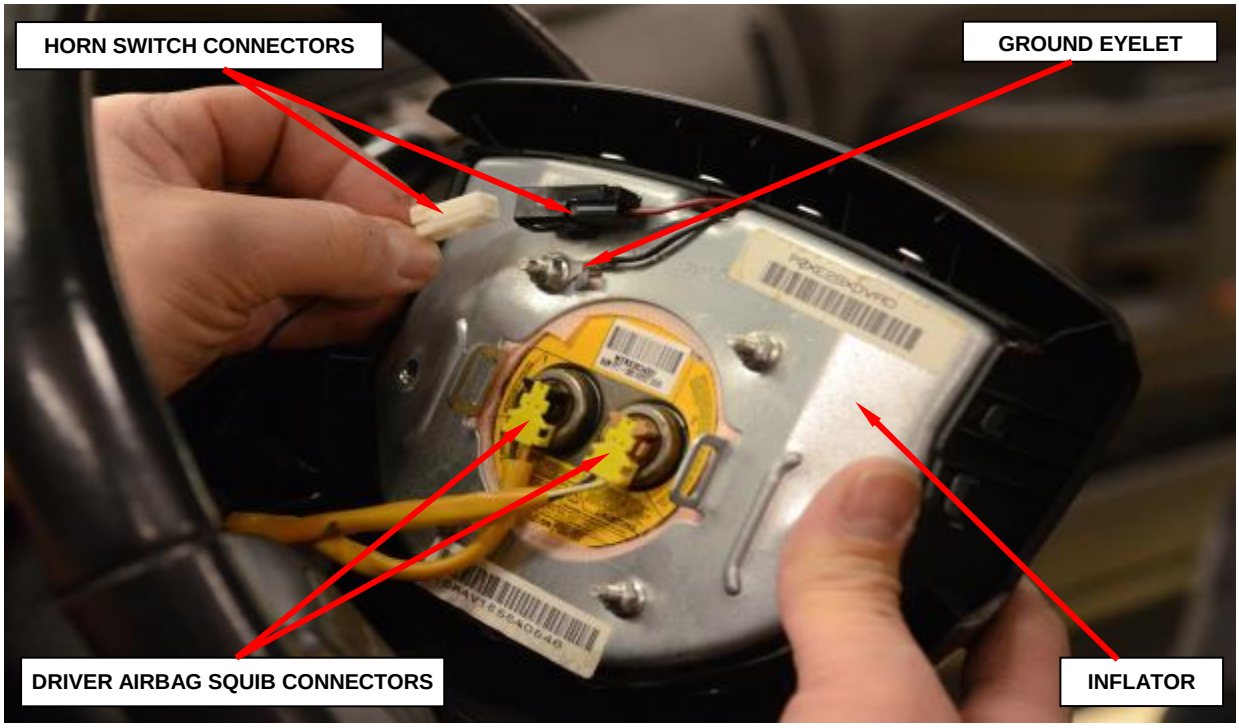

Figure 2 – Driver Airbag Electrical Connections
4. Pull the driver airbag away from the steering wheel far enough to access the three electrical connections on the back of the driver airbag housing (Figure 2).
5. Disconnect the horn switch connector, which is located on the back of the driver airbag housing (Figure 2).
25. Connect the steering wheel wire harness connector for the horn switch to the horn switch connector which is located on the back of the inflator assembly (Figure 2).